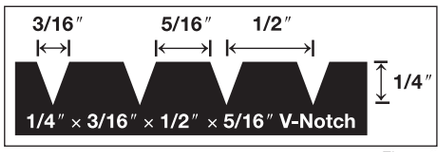

Figure 2
- 1/4˝ x 1/2˝x 3/16˝ (6 mm x 13 mm x 8 mm) V-Notch trowel (Figure 2)